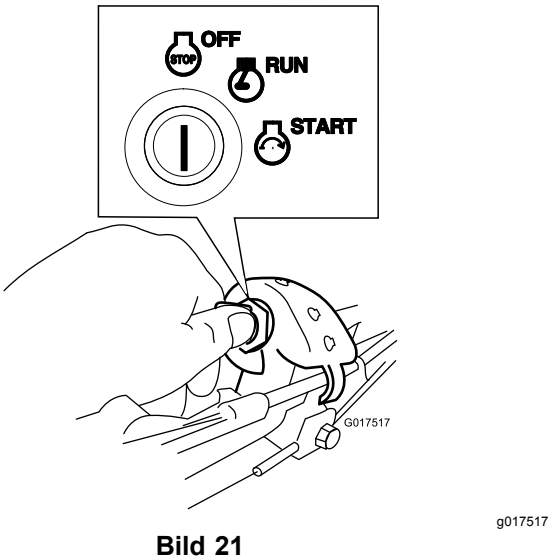

Bild 21
1. Drehen Sie den Zündschlüssel in die AUS-Stellung (Bild 21).